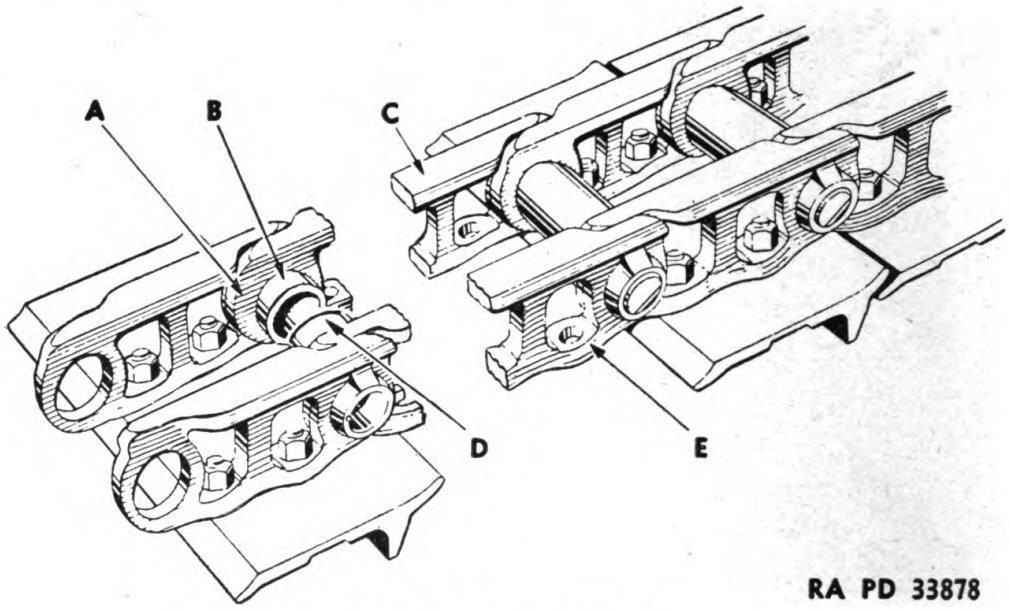

FIGURE 162.—Link removal.
(1) Remove shoe from track links in question.
(2) Press out track pins at both ends of track link.
(3) It will not be necessary to cut both links as shown in figure 162.
(4) With a torch cut link in two to be replaced and a 5/8-inch section out of the bushing.
(5) Remove the cut link (A) (fig. 162) and bushing (B), the other portion of the cut link (C) and then the other link (E) and the remaining portion of the bushing (D).